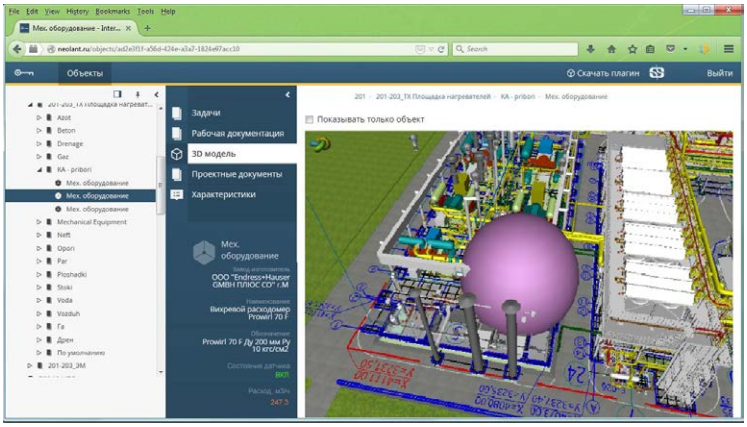

Рис. 5. Визуализация показаний датчика в НЕОСИНТЕЗ
- управление ресурсными характеристиками оборудования за счет интеграции с системами класса АСУТП, визуализация (Рис. 5), мониторинг и аналитика наблюдаемых показателей в режиме реального времени,